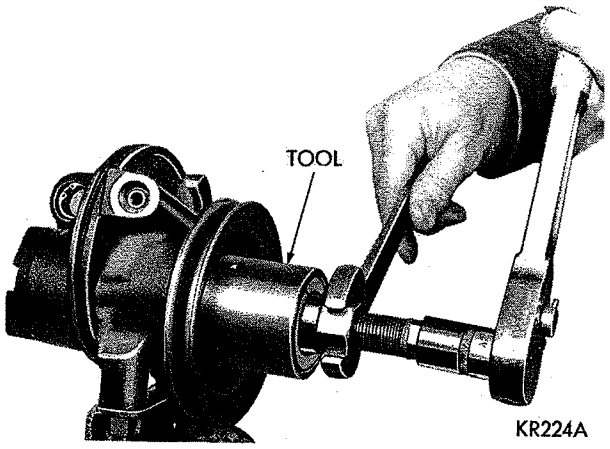

*Fig. 5—Removing Pump Pulley*
(1) Remove pump from engine. Drain reservoir and clean exterior before servicing.
(2) Remove brackets, reservoir screws, reservoir, gasket and "O" ring.
(3) Using spacer washers between front bracket and pump, reinstall front bracket for use as holding fixture. Clamp bracket in a vise (Fig. 5).
(4) Remove pulley with Tool C-3615 as follows: